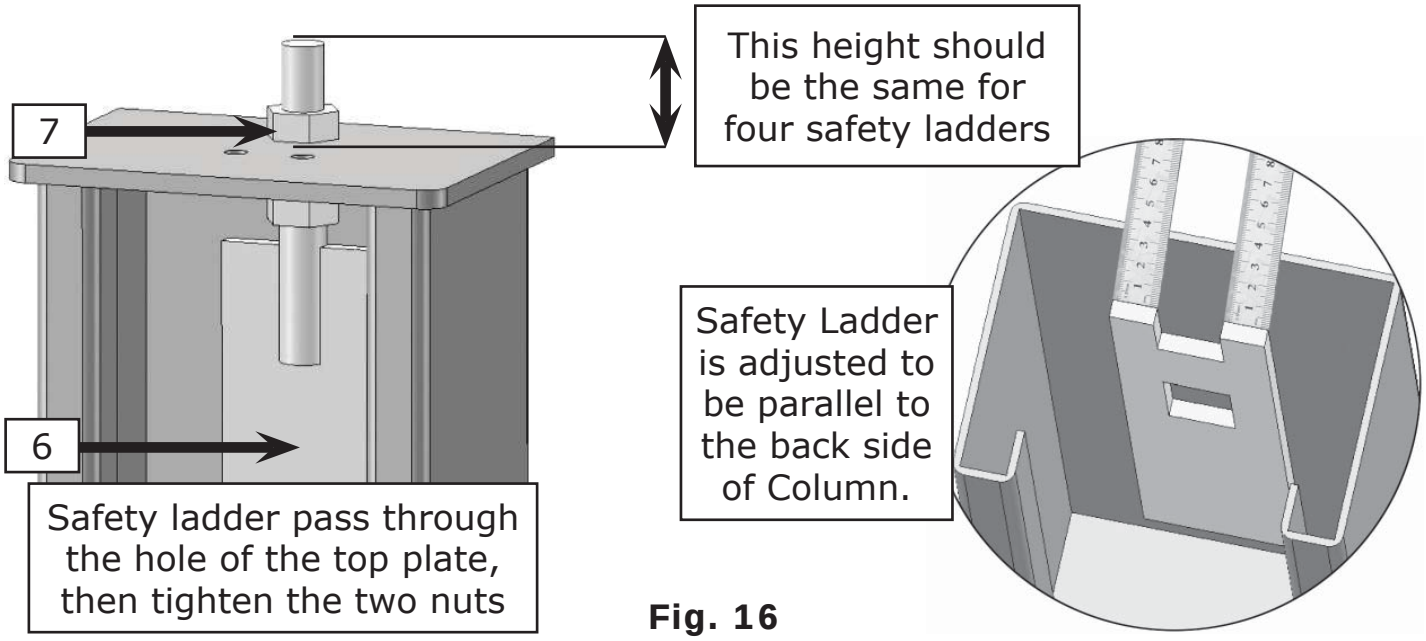

Fig. 16
2. Install safety ladders **(See Fig. 16).**